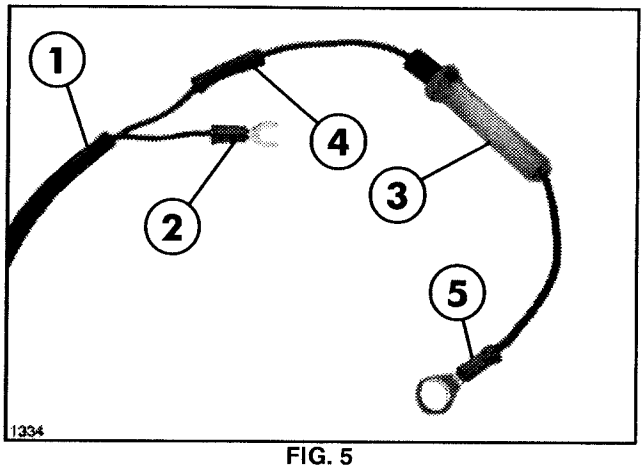

FIG. 5
6. Strip 5" of Conduit from the end of the Power Cable to expose red and black wires inside. See FIG. 5.